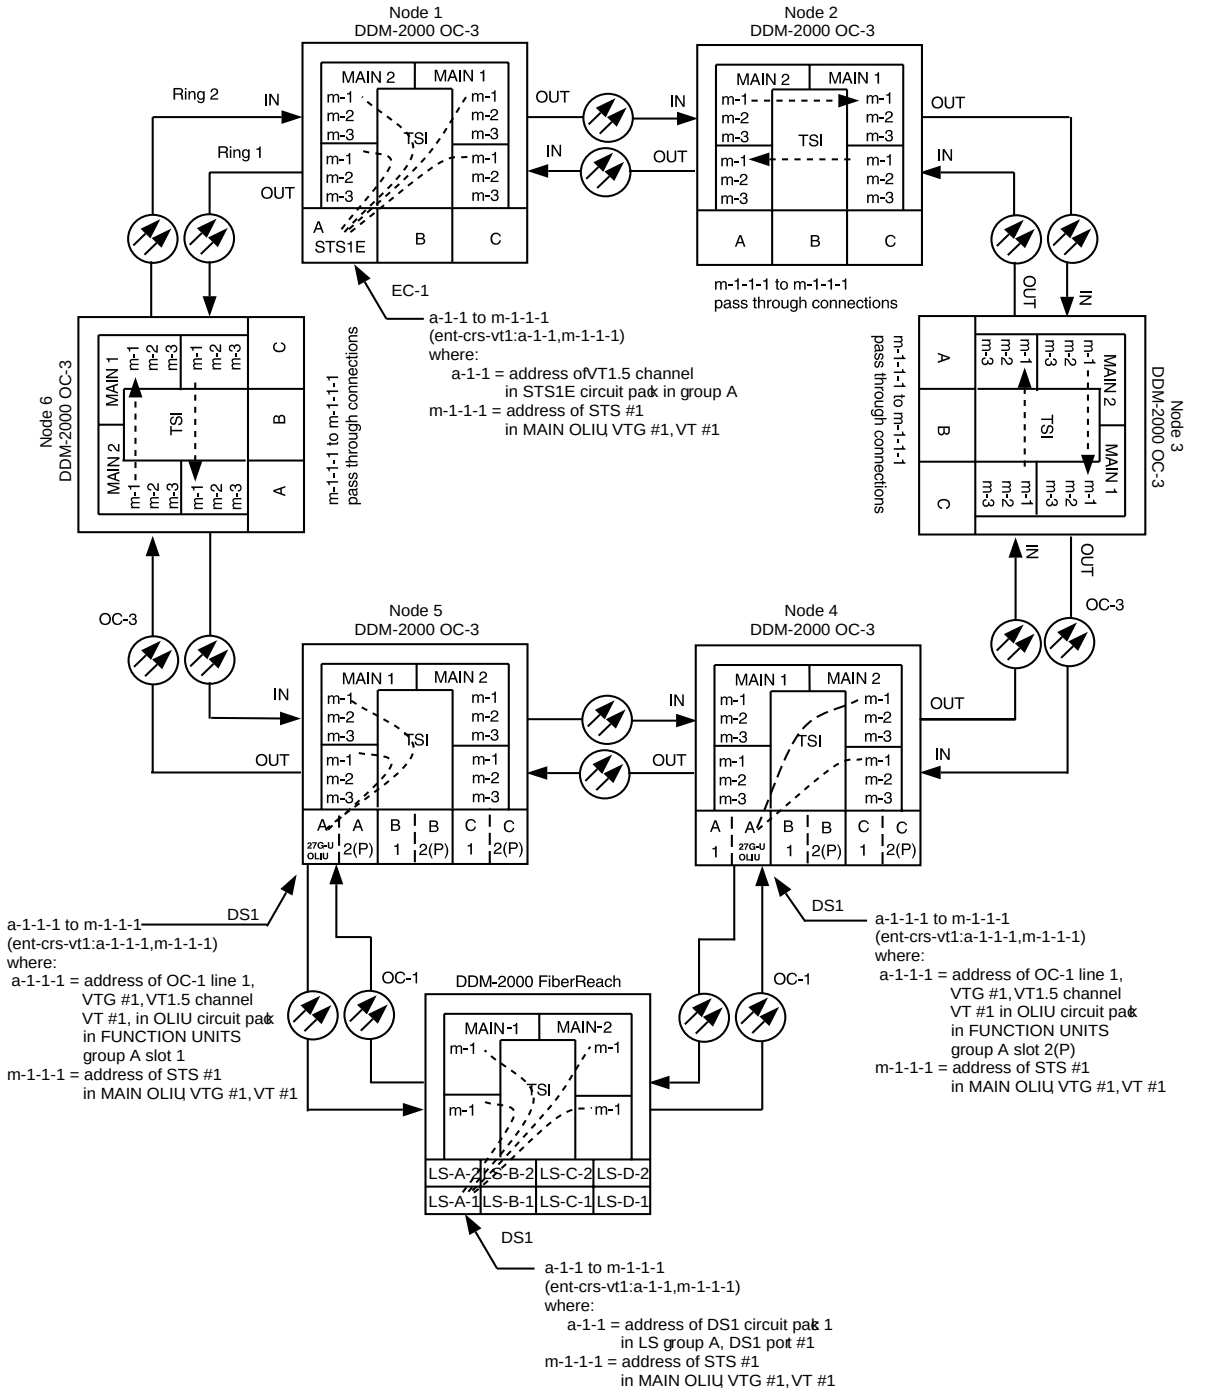

Figure 5. Example of Dual Homing OC-3/OC-1 Cross-connections
2. Verify system configuration is same as specified on work order or circuit order. For example, see Figures 5 through 13.
Cross-connections consist of drop and pass-through connections. For example, in Figure 5, drop connections are made at Nodes 1, 4, 5, and the FiberReach node. Pass-through cross-connections are made at Nodes 2, 3, and 6. Also, cross-connections must be made in all interconnected rings, including other DDM-2000 OC-3 rings, DDM-2000 OC-12 rings, and FT-2000 OC-48 rings, as required.
In dual homing configurations (Figures 5 and 6), **OLIU** circuit packs must be installed in the correct slots in the host OC-3 nodes to support the direction of traffic required. For example in Figure 5, for traffic to be routed between Node 1 and the FiberReach system, the **27G-U/27G2-U OLIU** must be installed in **FUNCTION UNITS** GROUP **A, B,** or **C**, slot **1** of Node 5 and **FUNCTION UNITS** GROUP **A, B,** or **C**, slot **2(P)** of Node 4. This is required because traffic entering Node 5, slot **FUNCTION UNITS-A-1** from the FiberReach shelf is automatically connected to the **MAIN-1 OLIU** when cross-connections are made. Traffic entering slot **FUNCTION UNITS-A-2(P)** is automatically connected to the **MAIN-2 OLIU**.
11. At both terminating (drop) nodes of the circuit being established, use the **`ent-crs-vt1:`** command to make the terminating cross-connections (for example, Node 1 and FiberReach node in Figure 5, **`ent-crs-vt1:m-1-1-1,a-1-1:cct=twoway`**)
12. At the host OC-3 ring node sites, make proper cross-connections. For example, in Figure 5, at Node 5, if VT1.5 channel #1, VTG #1, STS #1 from the **MAIN 1 OLIU** is to be cross-connected to function group A, OC-1 line #1, then the command **`ent-crs-vt1:m-1-1-1,a-1-1-1:cct=twoway`** would be used to make the cross-connection.